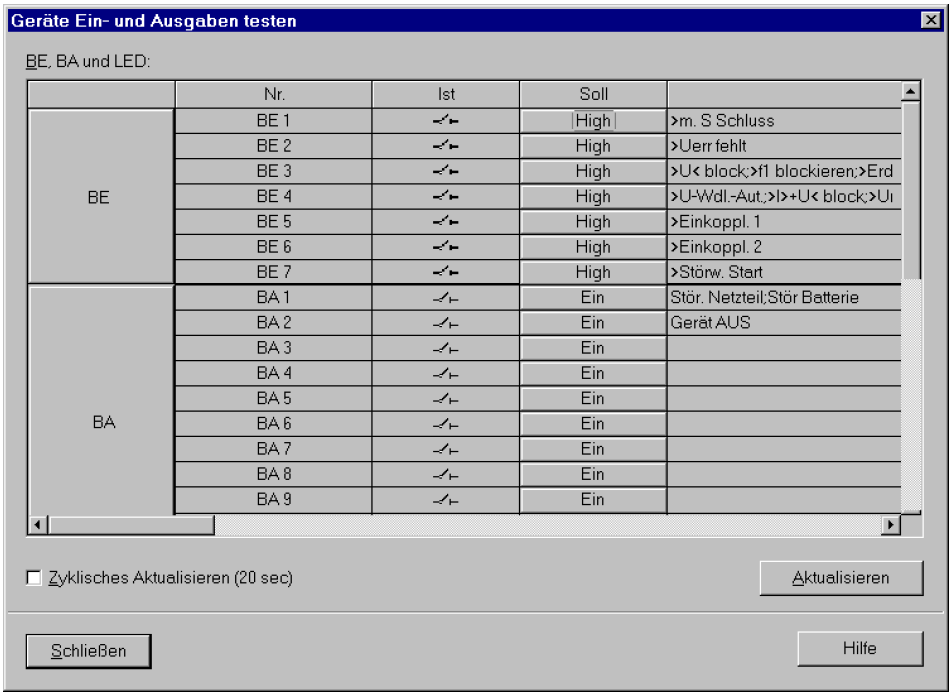

Bild 3-22 Testen der Ein- und Ausgaben – Beispiel
- Doppelklicken in der Listenansicht auf **Geräte Ein- und Ausgaben**. Die gleichnamige Dialogbox wird geöffnet (siehe Bild 3-22).